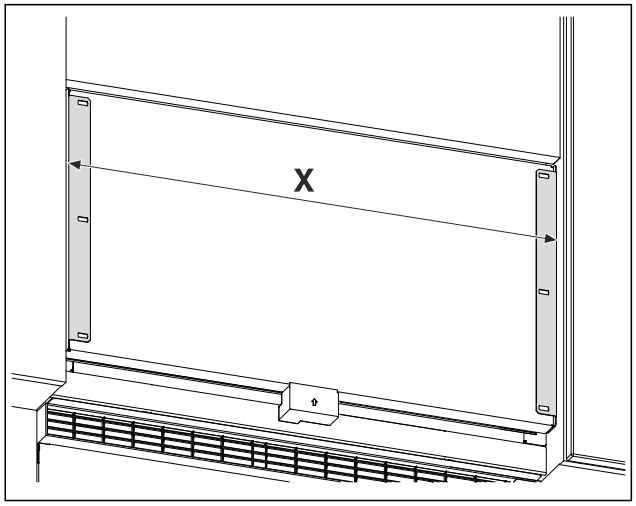

Fig. 26 Example illustration
▶ Measure the distance *Fig. 26 (X)* between the outer edges of the retaining brackets.